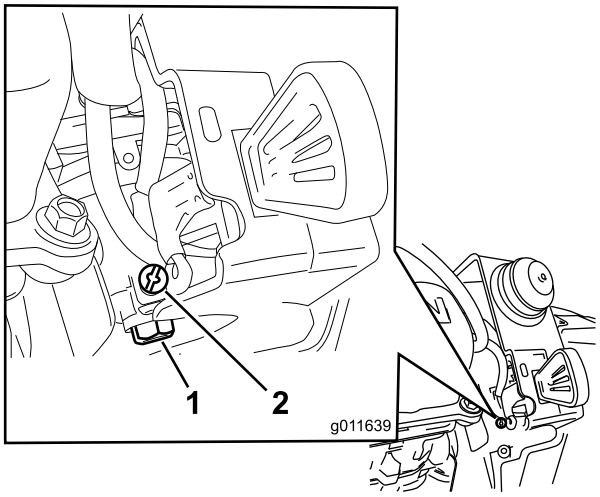

**Rysunek 31**
A. Odkręć, ale nie wyjmuj, mały wkręt z boku komory gaźnika (Rysunek 31), aż zacznie z niego wypływać paliwo. Spuść paliwo do atestowanego kanistra.